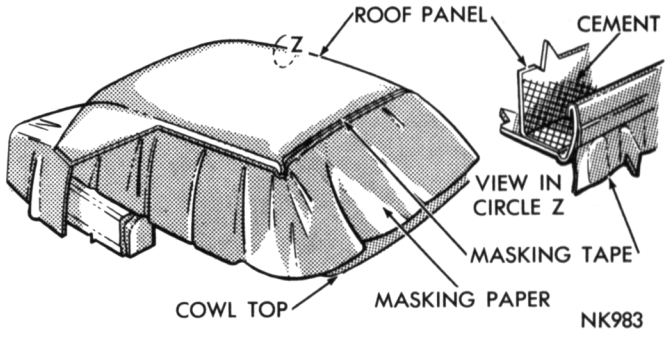
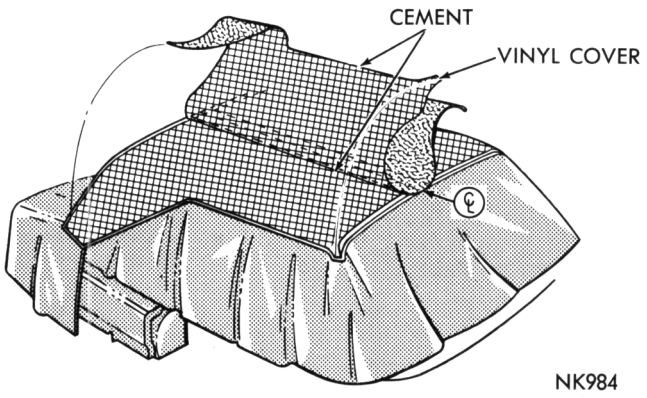
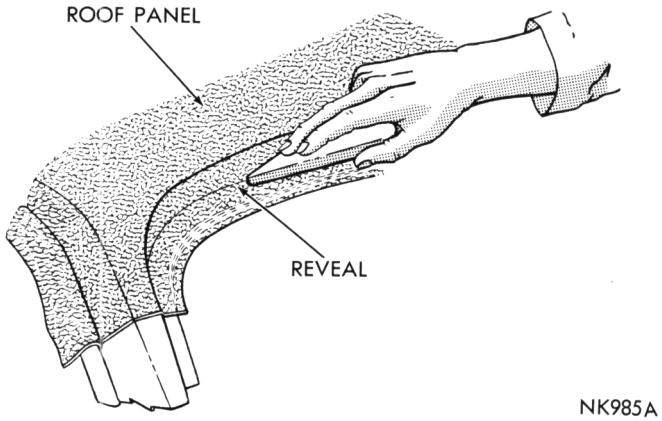

Fig. 1—Masking the Body
Fig. 2—Positioning Cover on Roof
Fig. 3—Positioning Cover in Window Reveals
(1) Mask body (Fig. 1) from edge of drain trough across upper "A" pillar, windshield and rear window reveal, top of deck upper and bottom of roof panel at belt line.
(2) Locate and mark center line of roof panel and vinyl cover at front and rear ends.
(3) Apply a thin film of cement to center four inches of roof panel and vinyl cover.
(4) When cement becomes tacky, position cover on roof aligning centerline marks.
(5) Apply cement to one half of roof panel and extension and to the cover half on same side (Fig. 2).
(6) When the cement becomes tacky position cover on roof panel.
(7) Repeat steps 5 and 6 for the opposite side.
(8) Using a new paint roller, pressurize cover to the roof working from center area toward drain troughs.
(9) Press cover into windshield and rear window reveals using a dull pointed fiber tool (Fig. 3).
(10) Starting at top center, secure cover to wind-